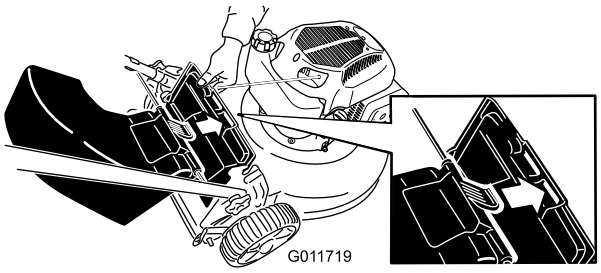

Figur 17
3. Før rillen på deflektoren til bagudkast ind i højre rille på den bageste deflektor (Figur 17).